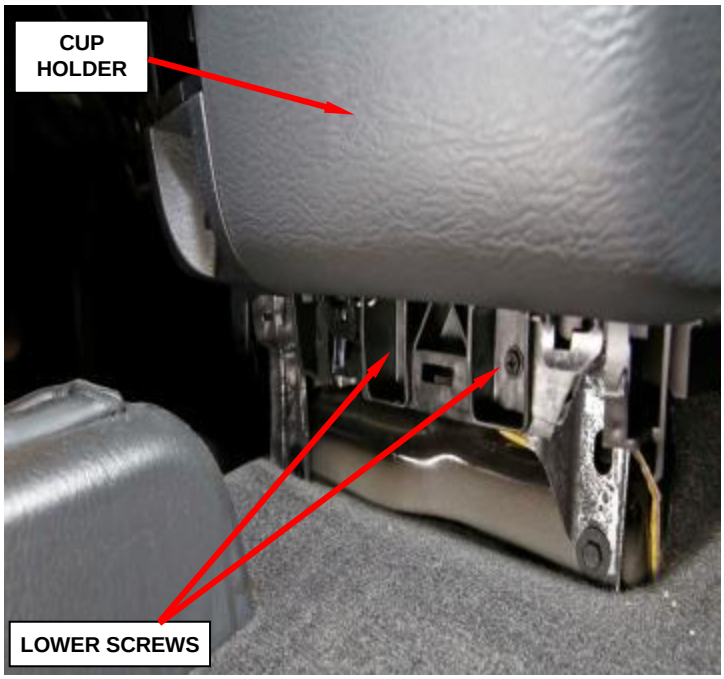

Figure 22 – Lower Cup Holder Screws
c. Remove and save the two lower screws that secure the cup holder to the instrument panel (Figure 22).